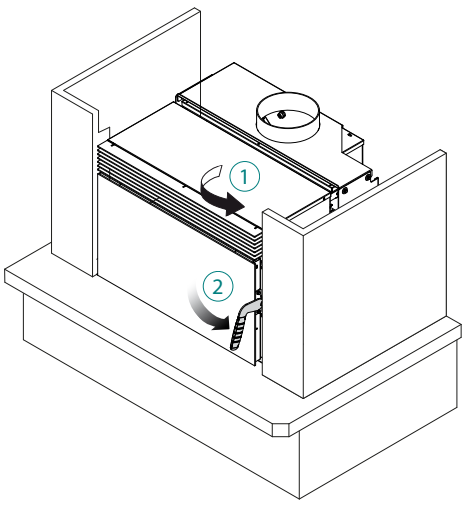

fig. 6.1.14
14) Fermer la porte (Fig. 6.1.14)